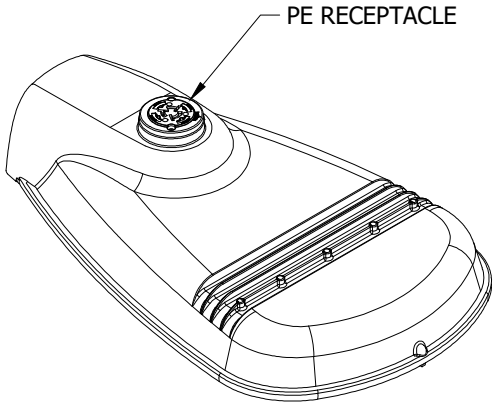

FIGURE 5
5. PHOTOELECTRIC CONTROL: ORIENT THE PHOTOELECTRIC (PE) RECEPTACLE SO THAT THE WORD "NORTH" IS DIRECTED TRUE NORTH. SEAT AND LOCK THE PE CONTROL/RECEPTACLE AND ROTATE CLOCKWISE UNTIL WORD "NORTH" IS TRUE NORTH. LOWER PE RECEPTACLE INTO POSITION, SEE FIGURE 5 AND 6.
(6) FINAL ASSEMBLY: DOOR INTERLOCKS WITH TOP HOUSING IN ALL POSITIONS EXCEPT IN VICINITY OF REMOVAL LOCATION. DOORS ARE DESIGNED TO BE ASSEMBLED TO TOP HOUSING WHILE IN UPRIGHT POSITION. TO REPLACE DOOR, HOLD SLIGHTLY PAST VERTICAL AND TOWARD POLE-SIDE OF HINGE. INSERT HINGE PIN INTO HINGE CRADLE AND LOWER DOOR TO HANG FREE.